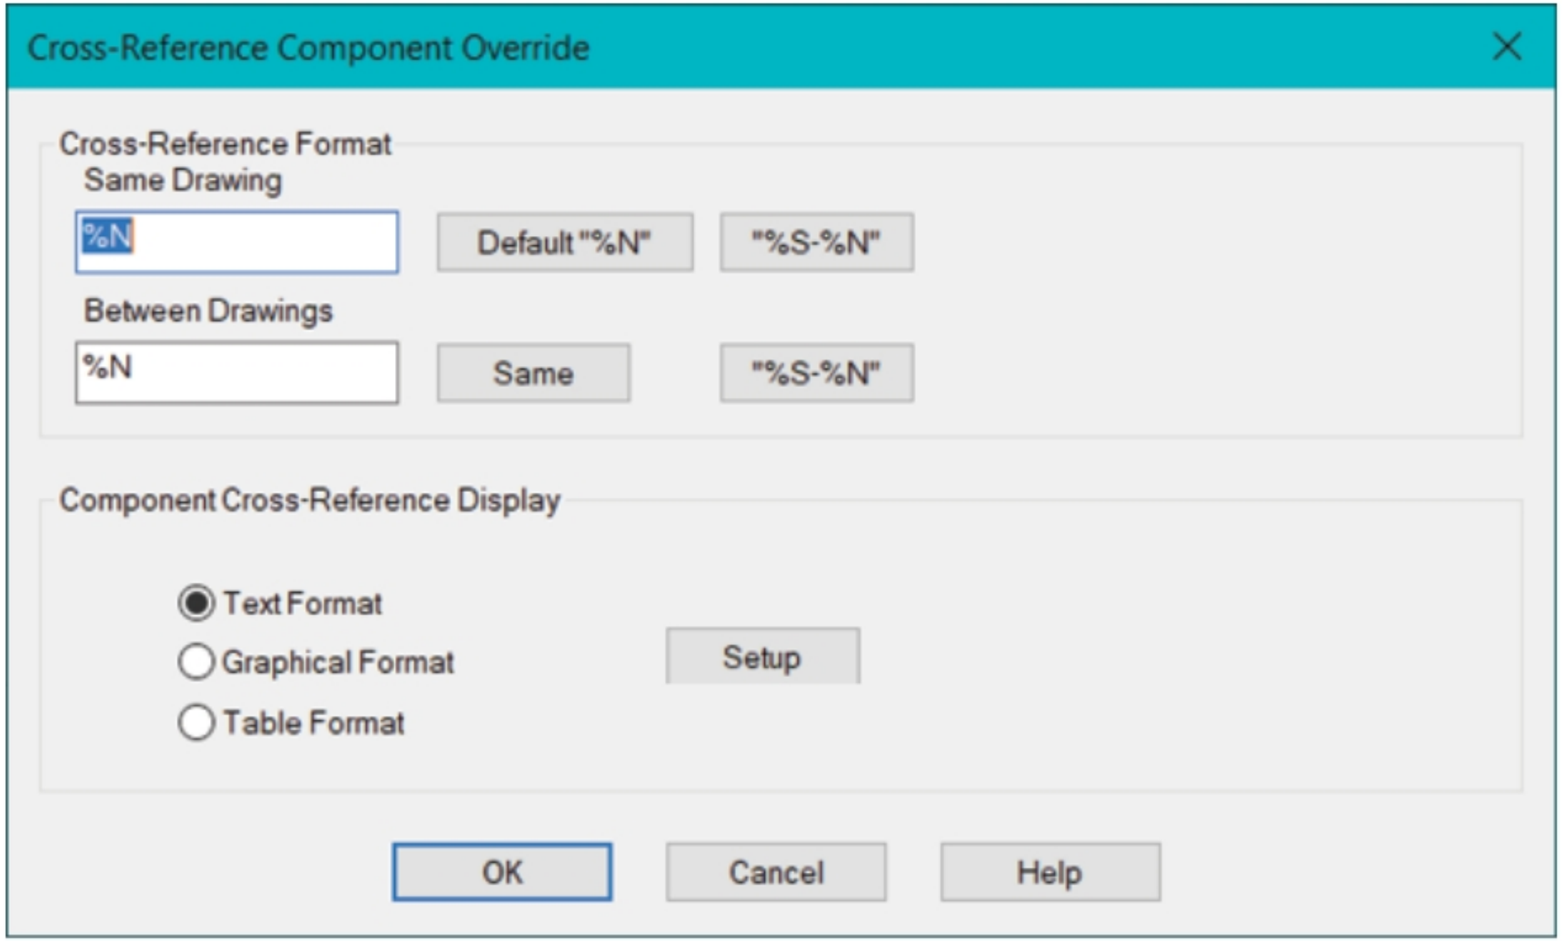

Figure-61. Cross Reference Component Override dialog box
- Select desired component. The **Cross-Reference Component Override** dialog box will be displayed; refer to Figure-61.